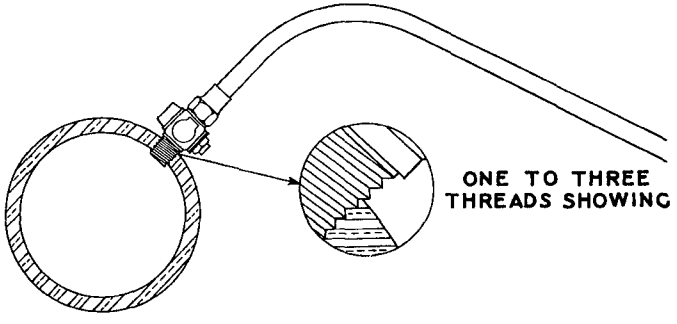

FIG. 56 – A properly installed corporation stop—showing gooseneck in service pipe and detail of correct number of threads exposed after tightening
1. Make the tap at least 12" from the end of the pipe. Clamp the machine on *firmly*—and at an angle of about 45 degrees—as indicated by Fig. 56.
4. Transite has a thick wall and will therefore engage more threads of the corporation stop—so the boring-bar must travel farther down in order to thread the corporation stop in properly. When the stop is inserted and tightened, *there should be one to three threads showing—no more.* (See Fig. 56.) (It may be desirable to make a "shop-tap" ahead of time, and make a new stop-mark on the boring-bar for use with Transite.)
Always put a bend or "gooseneck" in the service pipe to provide flexibility and "give" in the event of a load due to settlement or to expansion and contraction or other pulling and thrusting that may happen to the service pipe. (See Fig. 56.)